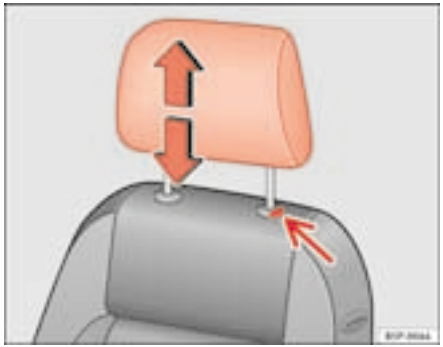

Fig. 92 Adjusting and removing the head restraints
– Press the button ⇒ fig. 92 (arrow).